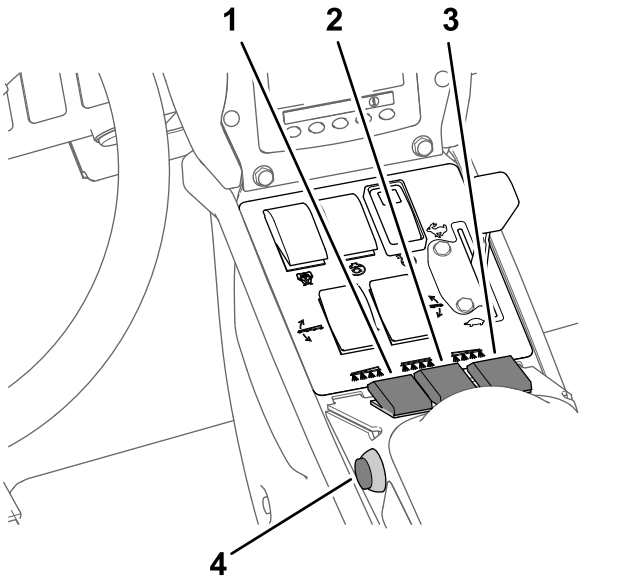

Figura 39
7. Coloque os interruptores de secção do pulverizador na posição LIGAR (Figura 39).
10. Conduza à velocidade pretendida e, em seguida, coloque o interruptor da secção principal na posição LIGAR para iniciar a pulverização (Figura 39).
3. Defina o interruptor da secção principal para a posição DESLIGAR; consulte Figura 39 em Pulverização no Modo de taxa de aplicação (página 37).
7. Coloque os interruptores de secção individual, conforme necessário, na posição LIGAR; consulte Figura 39 em Pulverização no Modo de taxa de aplicação (página 37).
9. Conduza à velocidade pretendida e, em seguida, coloque o interruptor da secção principal na posição LIGAR para iniciar a pulverização; consulte Figura 39 em Pulverização no Modo de taxa de aplicação (página 37).